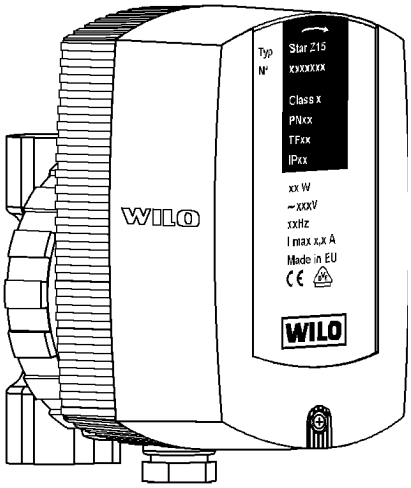

Fig. 1
4.1. Beskrivning av pump Z 15, Fig. 1